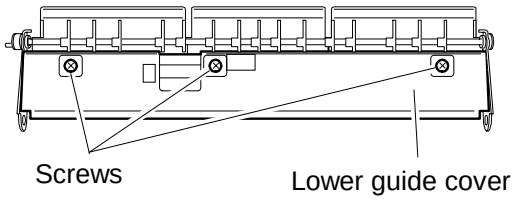

Fig. 9
8) Remove the 3 screws and the lower guide cover. (Fig. 9)